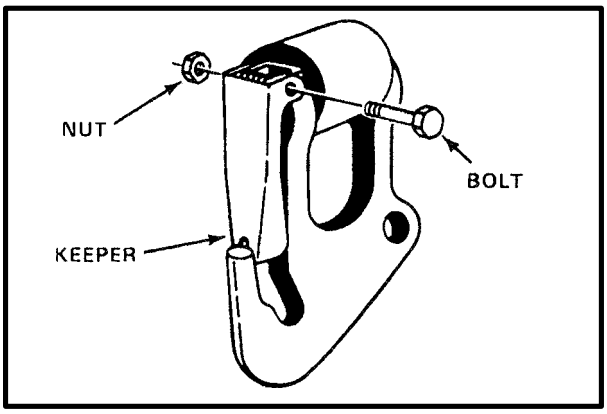

*Figure 6-14. Removing Bolt and Nut from Grabhook*
**(1)** Using a pin punch and hammer, drive out the roll pin. If the roll pin has been replaced by a bolt and nut, unscrew the nut and remove the bolt (Figure 6-14).